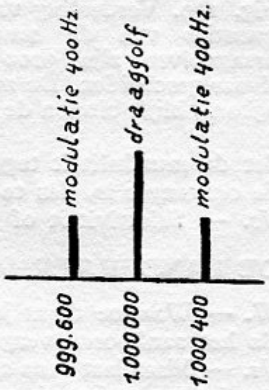

Fig. 108. Modulatie van een golf van 1 000 000 Hz door 400 Hz.
W. — Toch is het van een vitaal belang. Zoolang een zender niet door een klank wordt gemoduleerd, zendt hij slechts één frequentie uit, nl. die van zijn *„draaggolf"*. Maar de modulatie door een klank veroorzaakt direct twee andere frequenties, symmetrisch ten opzichte van de frequentie van de draaggolf. Zoo zal een zender, die op 1 000 000 Hz werkt, en die gemoduleerd wordt door een klank van 400 Hz, naast de draaggolf, twee golven uitzenden met respectievelijk een frequentie van 1 000 400 Hz en 999 600 Hz (fig. 108). Je ziet, dat die golven het gevolg zijn van de som en van het verschil der frequenties van draaggolf en muziekstroom.